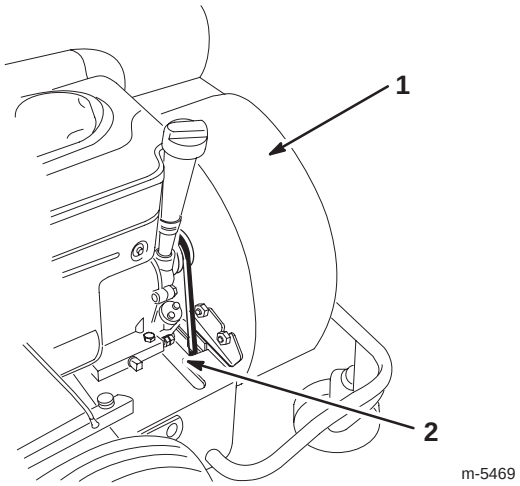

Bild 28
11. Ziehen Sie den Treibriemen über die Riemenscheibe und nach unten durch die Öffnung (Bild 28).